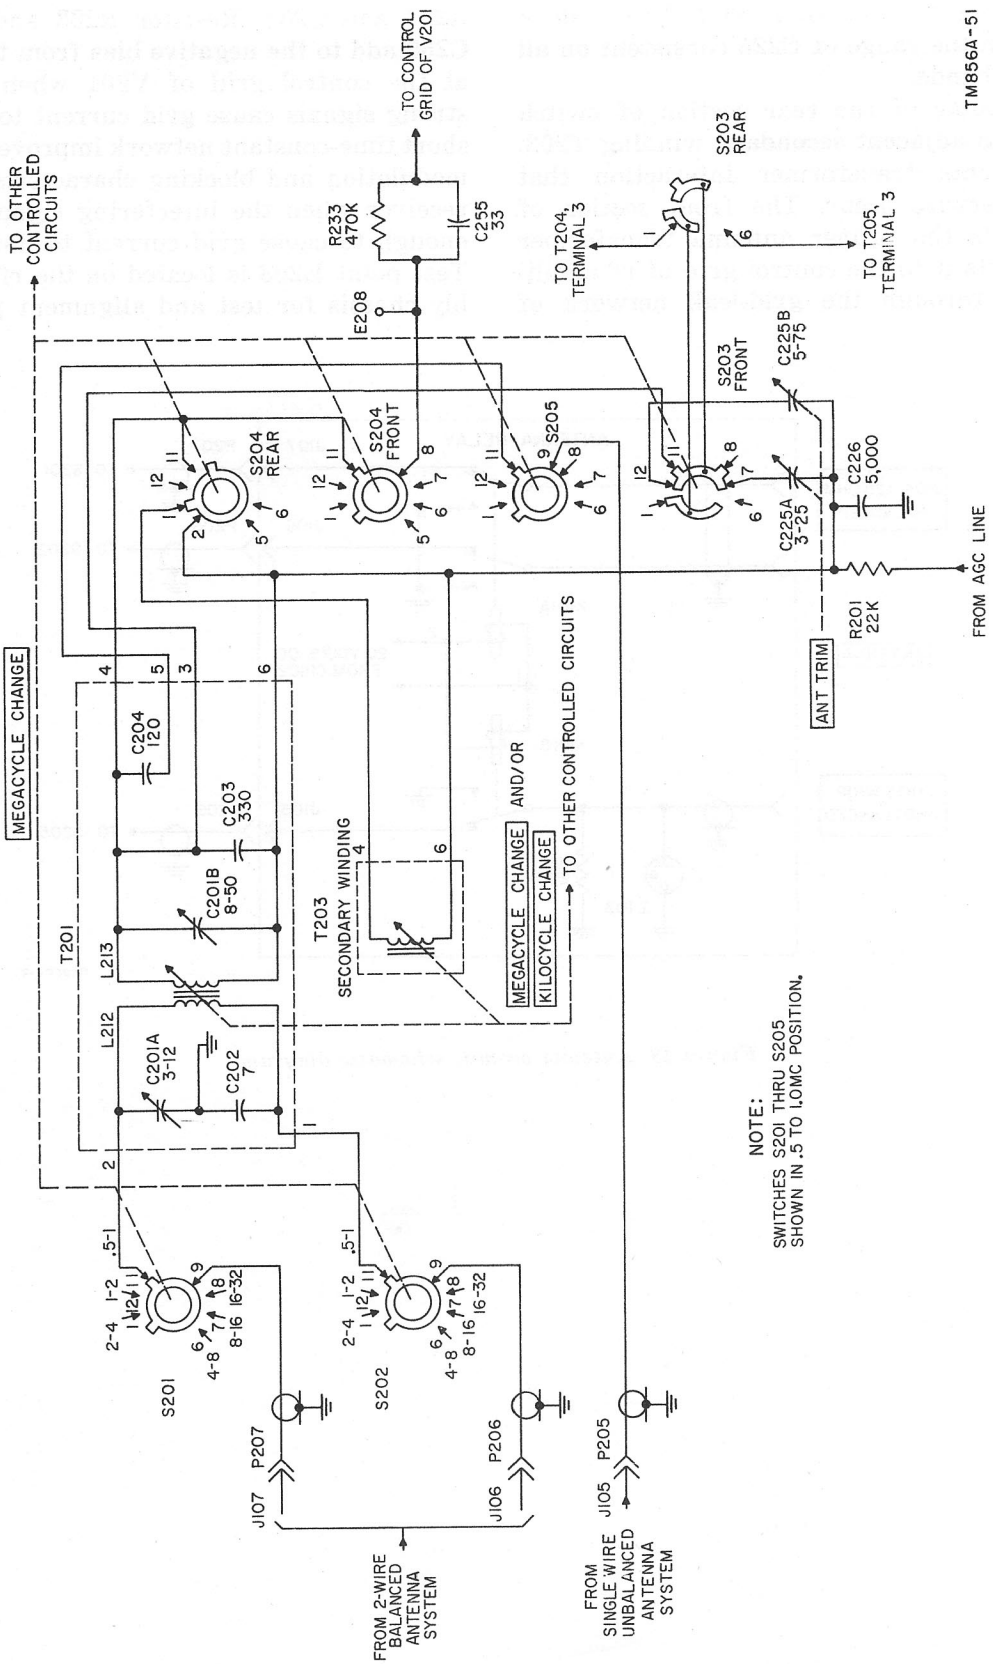

Figure 19, Switches S201 through S205, schematic diagram.
c. Figure 19 shows rf band switches S201 through S205 in the .5- to 1-mc. positions. This corresponds to the MEGACYCLE CHANGE dial setting of 00. The two-wire antenna signals are fed through S201 and S202 to the proper coil corresponding to the MEGACYCLE CHANGE dial setting. The two-wire antenna is balanced across the primary of antenna transformer T201 by series-connected capacitors C201A and C202. The lower capacitor is fixed and the upper is adjustable, which allows for optimum adjustment of the balance. When a whip or random-length single-wire antenna is used, connection is made to the appropriate coil through S205. Capacitor coupling through C204 provides good signal transfer between the antenna and coil for a wide variety of antennas. The secondary windings of the antenna transformers are permeability tuned by powdered-iron cores that are inserted into the coils by the mechanical tuning system.
d. Capacitor C201B is placed across the secondary of T201 for alignment purposes. It is aligned when ANT TRIM capacitor C225 is set at 0, its midposition. Generally, antennas contain a reactive component as well as a resistive component; ANT TRIM capacitor C225 is used for cancelling this reactive component to obtain maximum signal transfer from the antenna to the input of the receiver. The tuning effect of this control is more pronounced with an antenna connected through the UNBALANCED ANTENNA connector (fig. 19) because of the capacitor coupling (C204), which presents a capacitive reactance. Capacitor C203 is also connected across L213 in parallel with C201B and C225. This provides the balance of capacitance necessary to tune L213 to resonance at the correct frequency. Because a given amount of capacitance change will cause an ever increasing change in frequency as the resonant frequency increases, both sections of C225 are